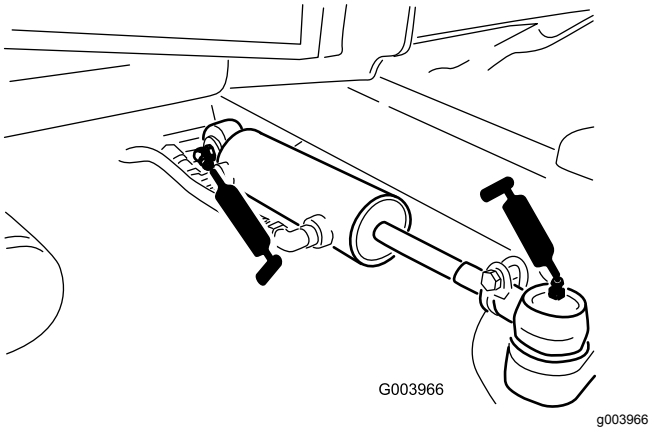

Figur 70
- Styresylinderens kuleledd (2) (Figur 70)